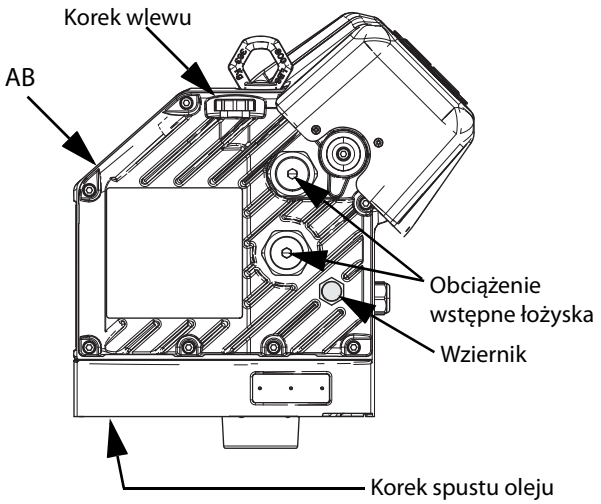

RYS. 32: Wziernik i zatyczka wlewu oleju
3. Wyciągnąć korek spustu oleju. W celu uzyskania informacji dotyczących umiejscowienia korka spustowego patrz RYS. 32. Poczekać, aż cały olej zostanie spuszczony z agregatu (AB).
Patrz RYS. 32 poniżej. Należy pamiętać o regularnym sprawdzaniu poziomu oleju we wzierniku. Gdy agregat (AB) nie pracuje, poziom oleju powinien znajdować się mniej więcej w połowie wysokości wziernika. Jeśli poziom oleju jest niski, otworzyć zatyczkę wlewu i wlać niezawierający silikonu, syntetyczny olej do przekładni Graco EP ISO 220, nr części 16W645.